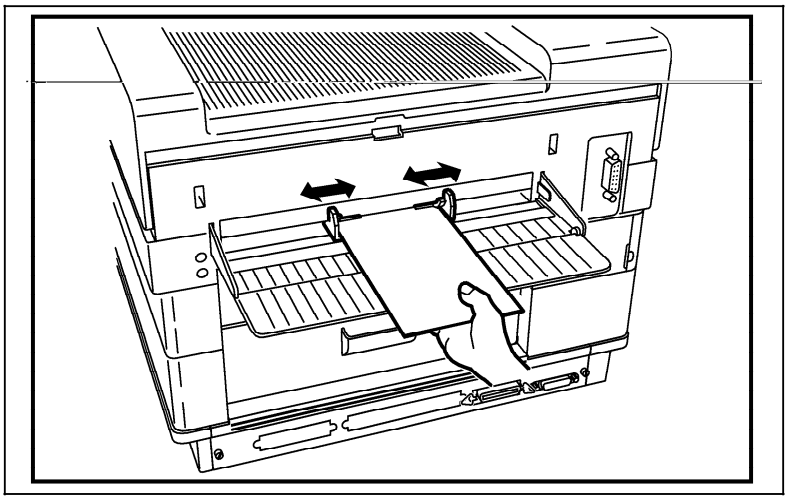

Figure 4-5. Feeding the Envelope into the
Step 5. Insert the envelope into the manual feed slot until it meets resistance. See Figure 4-5. Keep the envelope straight (aligned and flush with the right and left feed guides) to avoid a skewed print. *Maintain pressure against the*